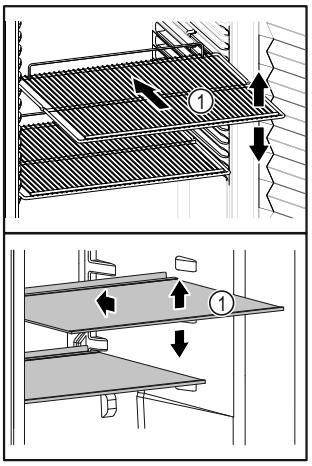

Fig. 66 Reprezentare exemplificativă
- ❑ Dacă polițele *Fig. 66 (1)* pot fi mutate, adaptați-le în funcție de înălțime.